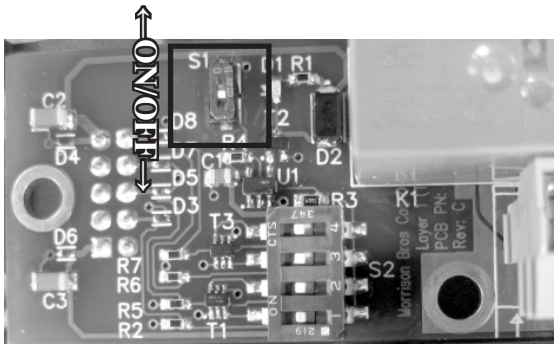

Figure 7 - Configuring the OUTPUT MODULE
b. **Relay Mode:** Configure the Dry Contact Output Module as Normally-Deactivated or Normally-Activated (fail-safe) See **Figure 7.**
i. Locate the single position DIP switch, S1, on the Output Module to be configured (see Figure 7).